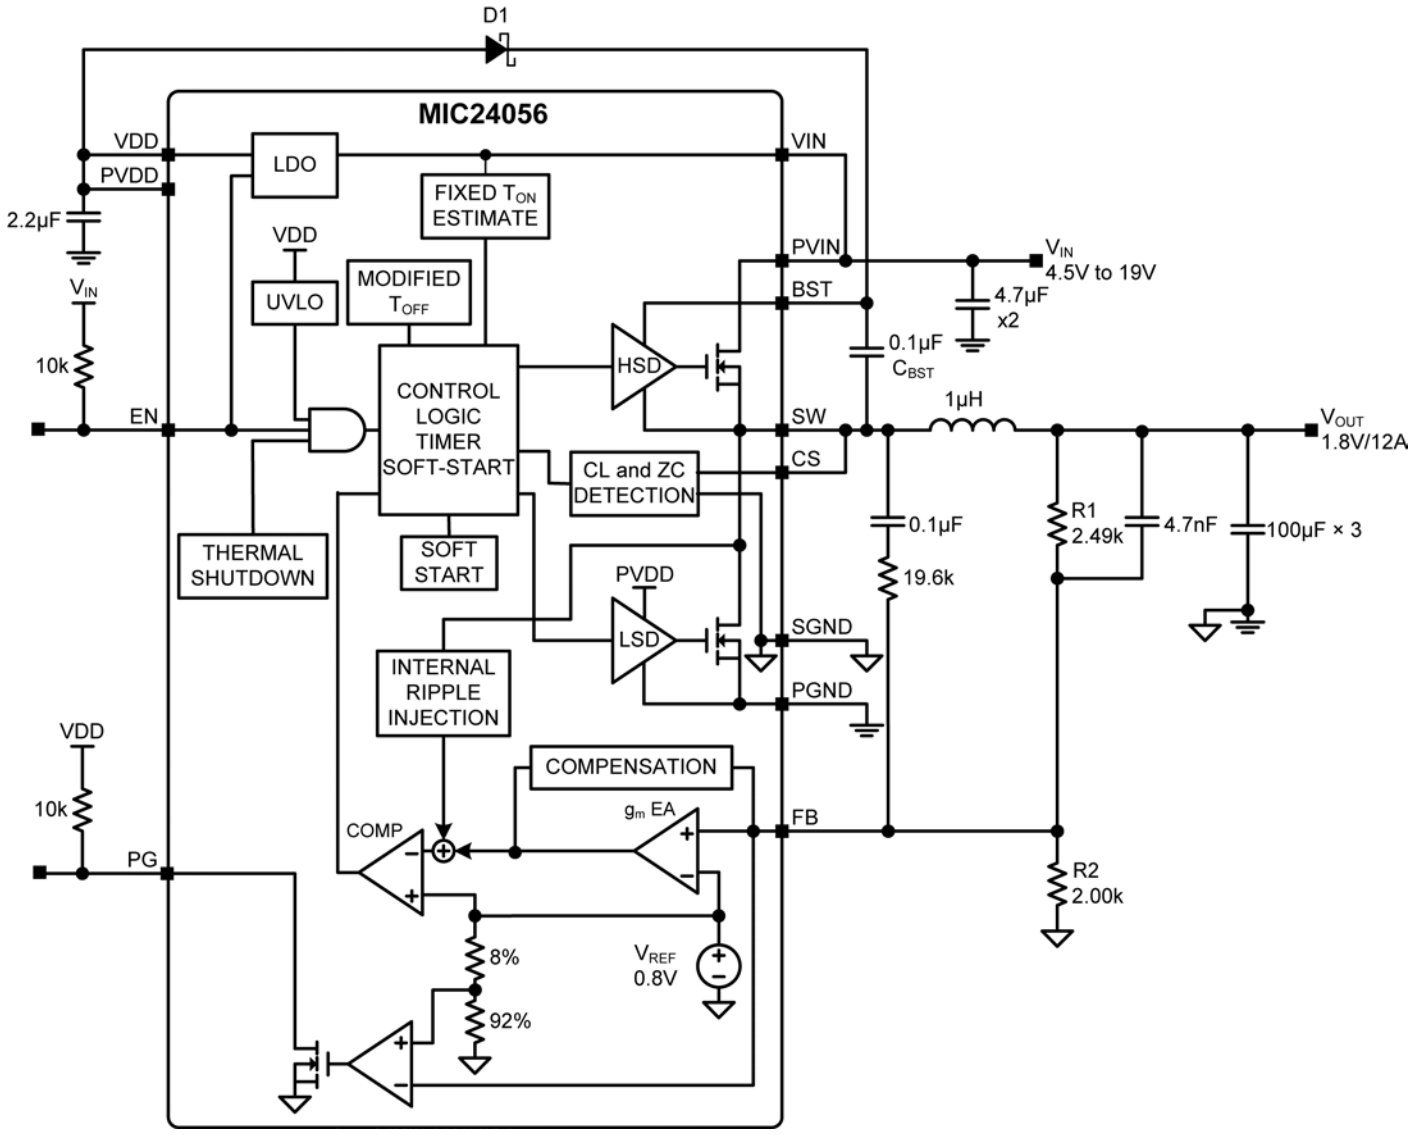

Figure 1. MIC24056 Block Diagram
The MIC24056 is able to operate in either continuous mode or discontinuous mode. The operating mode is determined by the output of the zero cross comparator (ZC) as shown in Figure 1.
The block diagram (Figure 1) shows a bootstrap circuit, consisting of D1 (a Schottky diode is recommended) and C_{BST}. This circuit supplies energy to the high-side drive circuit. Capacitor C_{BST} is charged, while the low-side MOSFET is on, and the voltage on the SW pin is approximately 0V. When the high-side MOSFET driver is turned on, energy from C_{BST} is used to turn the MOSFET on. As the high-side MOSFET turns on, the voltage on the SW pin increases to approximately V_{IN}. Diode D1 is reverse biased and C_{BST} floats high while continuing to keep the high-side MOSFET on. The bias current of the high-side driver is less than 10mA so a 0.1µF to 1µF is sufficient to hold the gate voltage with minimal droop for the power stroke (high-side switching) cycle, i.e. ΔBST = 10mA x 1.67µs/0.1µF = 167mV. When the low-side MOSFET is turned back on, C_{BST} is then recharged through D1. A small resistor R_G, which is in series with C_{BST}, can be used to slow down the turn-on time of the high-side N-channel MOSFET.